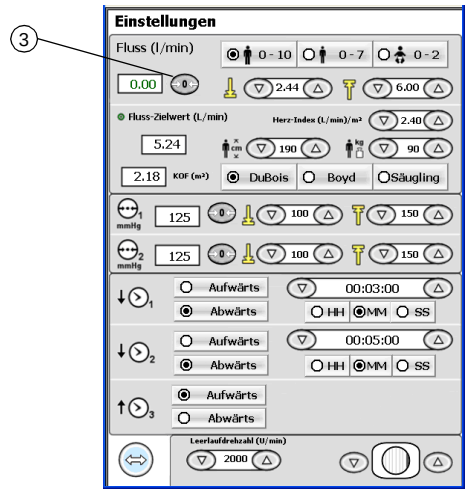

Abbildung 4-11. Nullabgleich des Flussmessumformers
3. Drücken Sie die Schaltfläche für den Nullabgleich des Flussmessumformers (Abbildung 4-11).